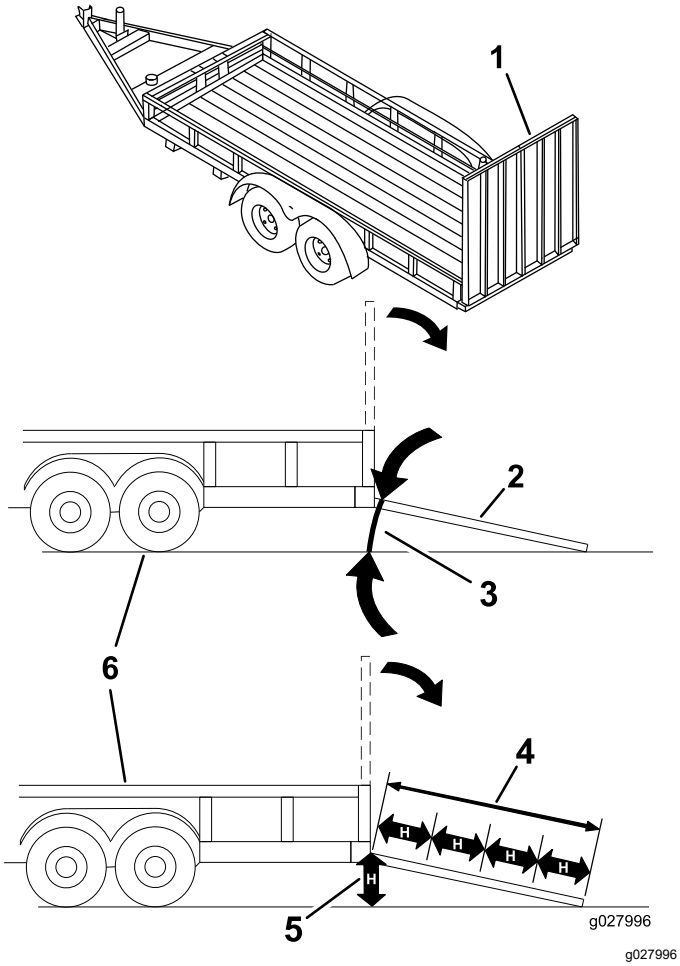

Figur 14
Om man lastar på en maskin på ett släp eller en lastbil ökar risken för att välta, vilket kan orsaka allvarliga personskador och innebära livsfara (Figur 14).
3. Sänk ned rampen och säkerställ att vinkeln mellan rampen och marken inte är större än 12 grader (Figur 14).
1. Sänk ned rampen och säkerställ att vinkeln mellan rampen och marken inte är större än 12 grader (Figur 14).